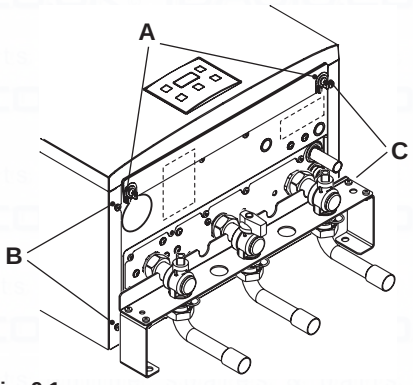
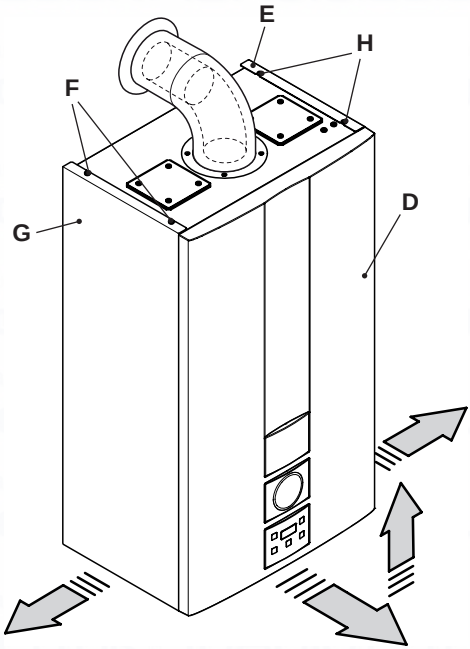

Fig. 9.1
Fig. 9.2
- Unscrew screws A and remove the front panel D by pulling it and pushing it towards the top so that it is freed from the top housings (Fig. 9.1 and Fig. 9.2).
Loosen screws "B - F" and "C - H" in Fig. 9.1 and remove the two side panels E and G by pulling towards the outside.
- Lock in place the panel D with the appropriate screws A (Fig. 9.1.